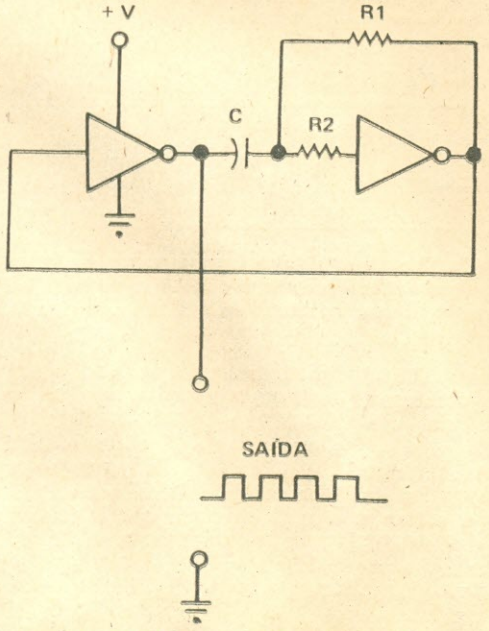

FIG. 1 — Circuito de um multivibrador astável básico, a partir de dois inversores.
Na Fig. 1 apresentamos o circuito básico de um multivibrador (MV) astável formado a partir de dois inversores. Para execução prática do nosso circuito usamos o CMOS 4049, que contém seis inversores, dos quais apenas três foram utilizados; isto porque, em se tratando de CMOS, não há muito com que se preocupar no que diz respeito à fonte de alimentação; como sabemos, "qualquer" fonte capaz de fornecer tensões entre 3 e 15 V poderá ser utilizada.
Para se calcular a freqüência de oscilação deste circuito (Fig. 1), utiliza-se a seguinte fórmula: